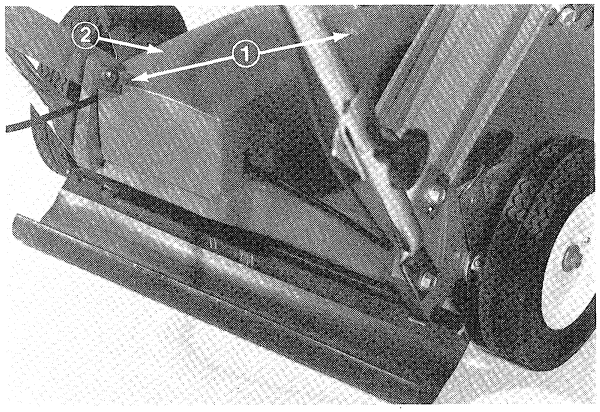

Figure 35
3. Remove two capscrews securing transmission cover and remove cover (Fig. 35).